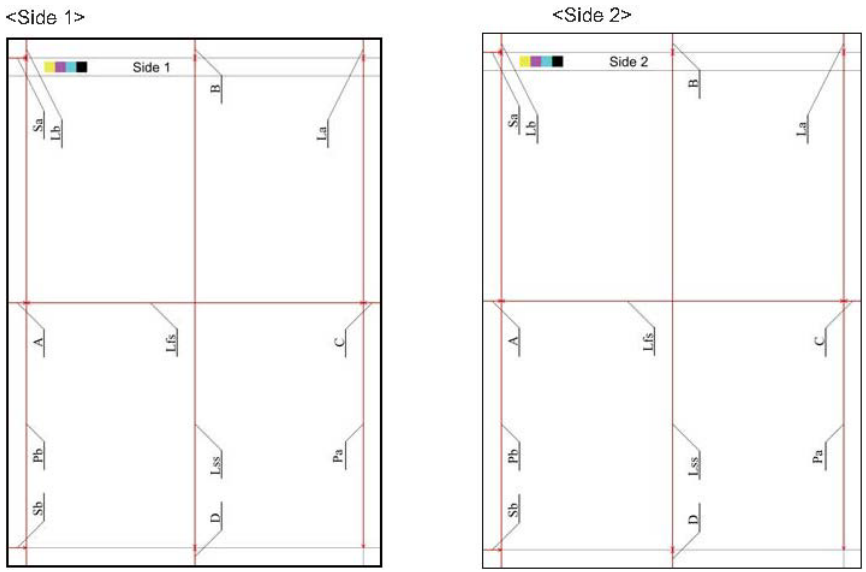

Figure 1 DC126 System Registration Adjustment Test Pattern
4. Select **Printout Settngs**, then touch **Print**. to print the test pattern (Figure 1).